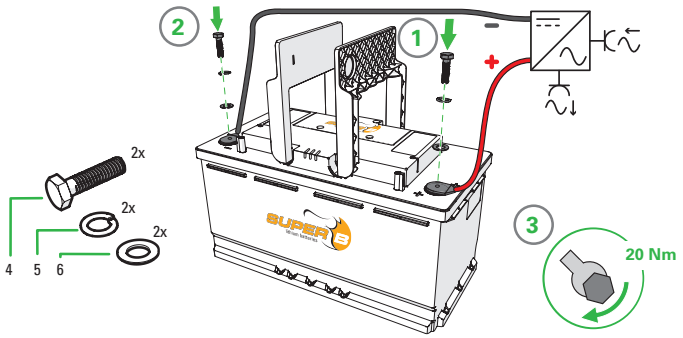

Abbildung 7. Anschluss von Stromkabeln mit Kabelschuhen
3. Schließen Sie den X1 Minuspol der Lithium-Ionen-Batterie an. (Abbildung 7)